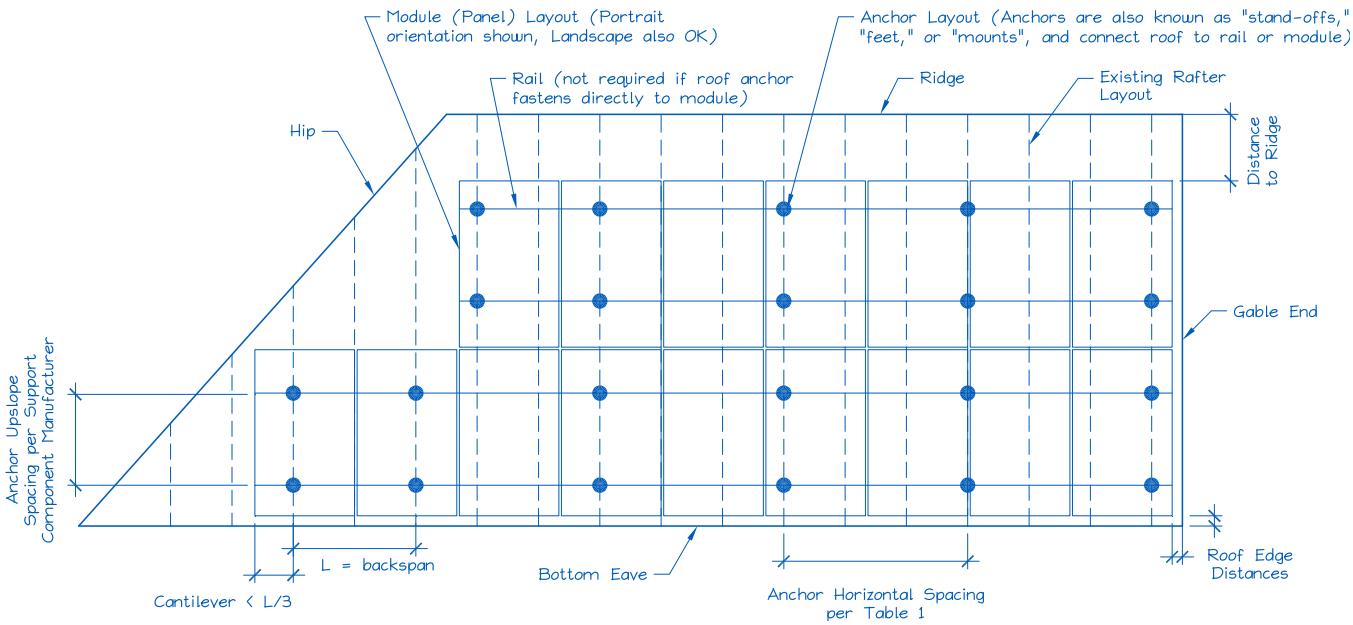

Figure 2. Sample Solar Panel Array and Anchor Layout Diagram (Roof Plan).
E. Is a roof plan of the collector and anchor layout attached? (see Figure 2) ☐ Y ☐ N
1) Proposed anchor horizontal spacing (see Figure 2): ____'-____" (ft-in)
1. Anchors are also known as "stand-offs", "feet", "mounts" or "points of attachment". Horizontal anchor spacing is also known as "cross-slope" or "east-west" anchor spacing (see Figure 2).